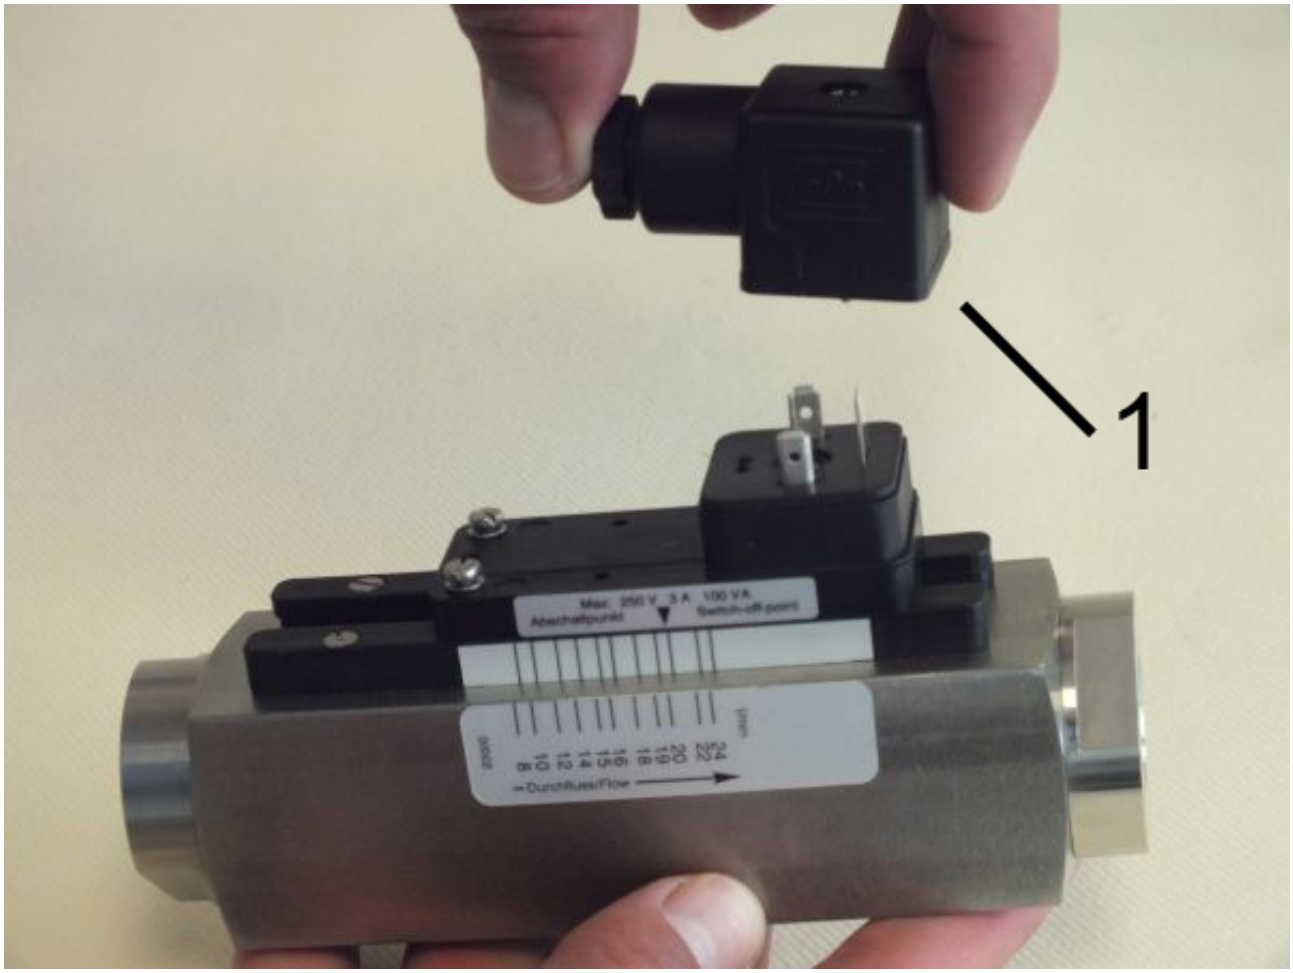

Abb. 27: Steckerdose abziehen
2. Ziehen Sie die Steckerdose (*Abb. 27*/1) ab